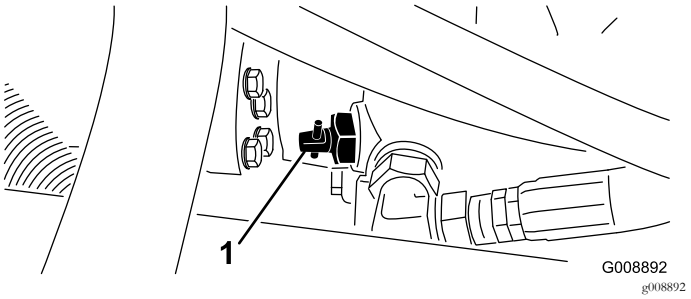

Figur 45
1. Find omløbsventilen på pumpen (Figur 45), og drej den 90°.